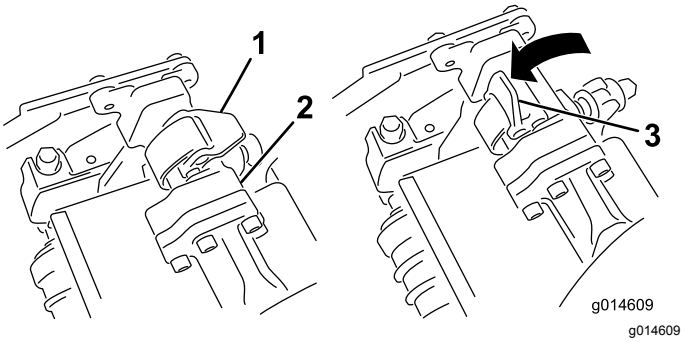
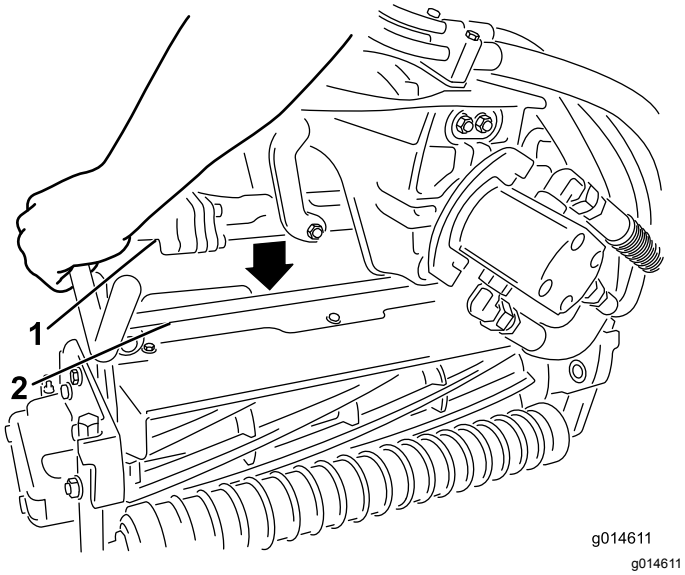

**Rysunek 36**
**Rysunek 37**
4. Gdy zapadki na pręcie ramienia podwieszonego skierowane są ku górze (tzn. gdy są otwarte) (Rysunek 36), popchnij ramię podwieszone w dół, tak aby pręt dopasował się do innego pręta w górnej części zespołu tnącego (Rysunek 37).
5. Zamknij zapadki wokół pręta zespołu tnącego, a następnie zablokuj je na swoim miejscu(Rysunek 36).
5. Otwórz zapadki na pręcie ramienia podwieszonego demontowanego zespołu tnącego (Rysunek 36).